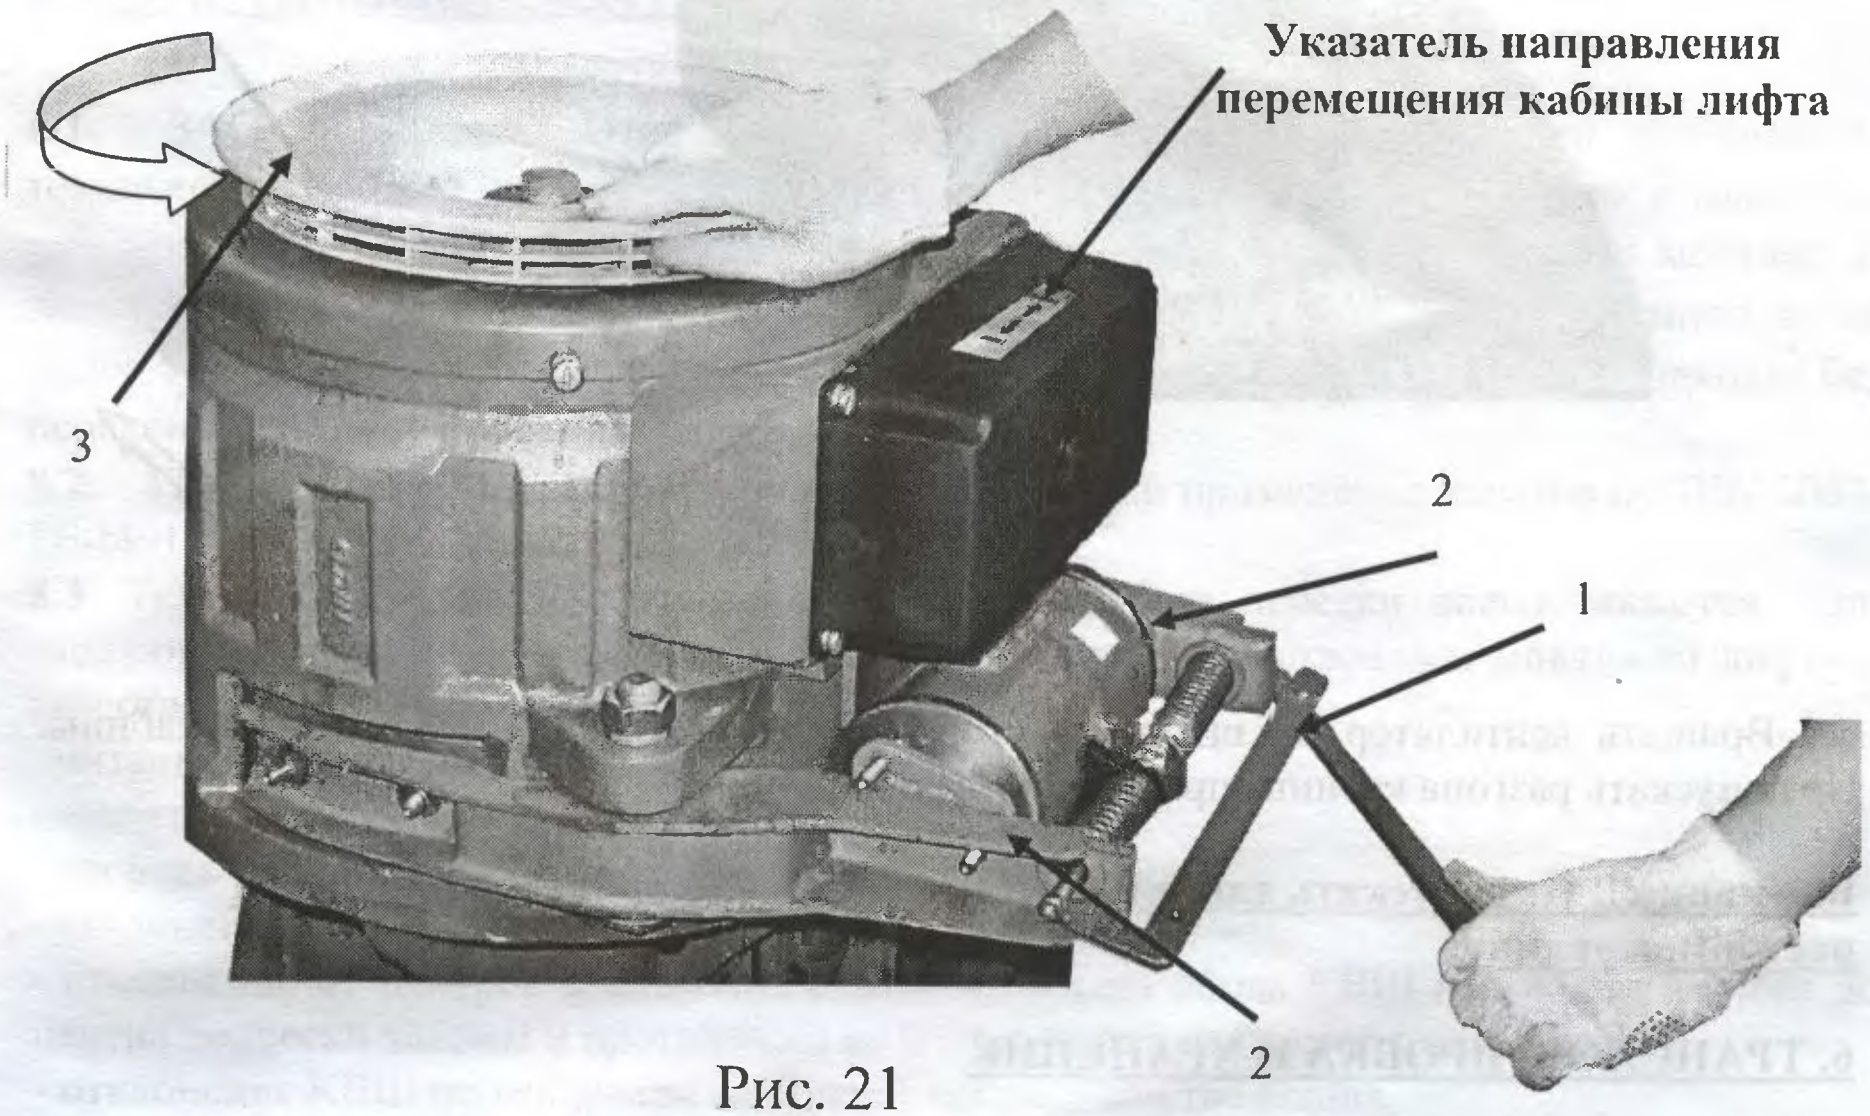

Рис. 21
5.1. Для лебедок со съемным защитным кожухом **(рис. 21)** :